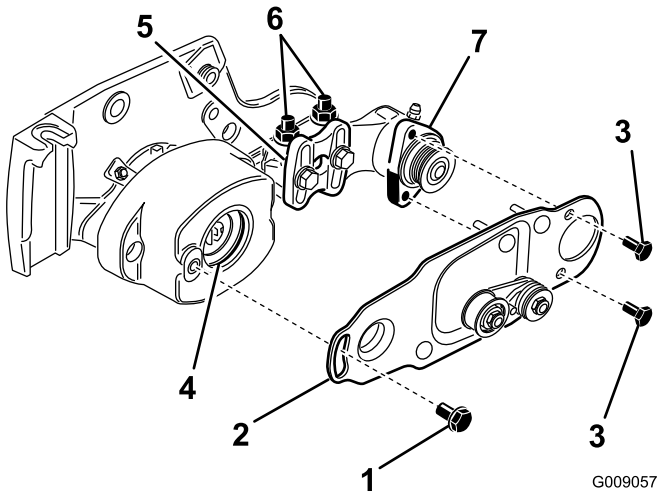

Figura 17
7. Retire os (2) parafusos que fixam a placa articulada da escova de rolo à caixa de rolamentos (Figura 17).
8. Retire o parafuso com olhal que fixa a placa articulada da escova do rolo à caixa de rolamentos (Figura 17).
9. Retire a placa articulada, com o conjunto da polia intermédia ainda ligado (Figura 17).